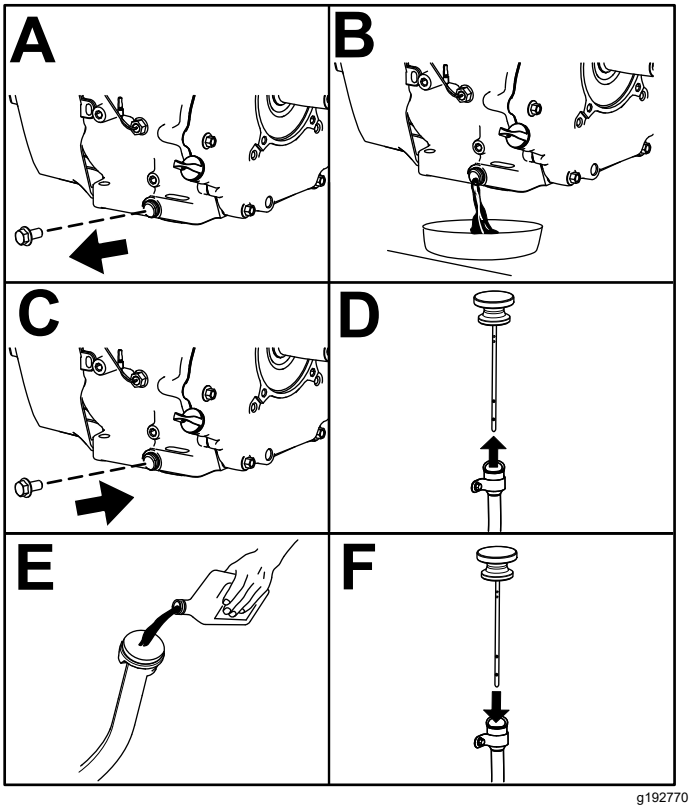

Figur 42
6. Byt motoroljan på det sätt som visas i Figur 42.